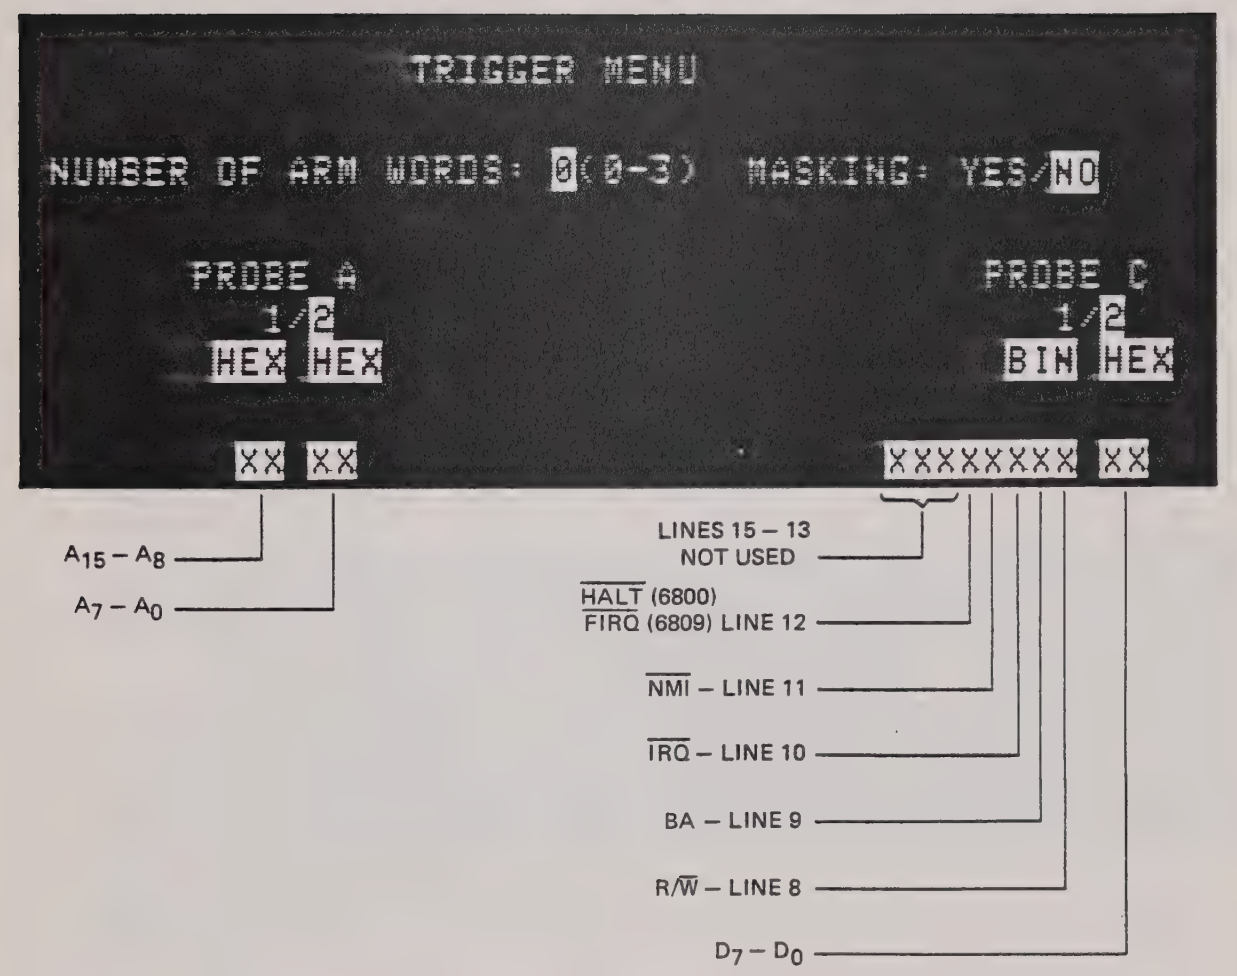

Figure 9.10 - Input A and C Signal Line Designations for 6800/6809 Disassemblers on Trigger Display
9.6.1.1.1 **Input and Triggering Connections** - the 8-bit microprocessor probe plugs into front-panel Inputs A and C. The microprocessor adaptor connected to this probe routes 6800/6809 microprocessor information to the analyzer for capture and subsequent display on the analyzer's CRT screen. The information collected includes Address, Data, R/$\overline{W}$, $\overline{NMI}$ (Non-Maskable Interrupt), $\overline{IRQ}$ (Interrupt Request), $\overline{HALT}$ (6800 only), $\overline{FIRQ}$ (Fast Interrupt Request; 6809 only) and BA (Bus Available) data. Figure 9.10 illustrates a typical trigger menu display showing the equivalent signal lines for Inputs A and C for the 6800 and the 6809 microprocessors when using Option 68 adaptors. Note that the 32 channels illustrated (one data bit per channel) for Inputs A and C provide essentially the same disassembler information (unless otherwise noted) for both the 6800 and 6809 microprocessors. Specific triggering conditions including inputs for address, data and control can now be set up.